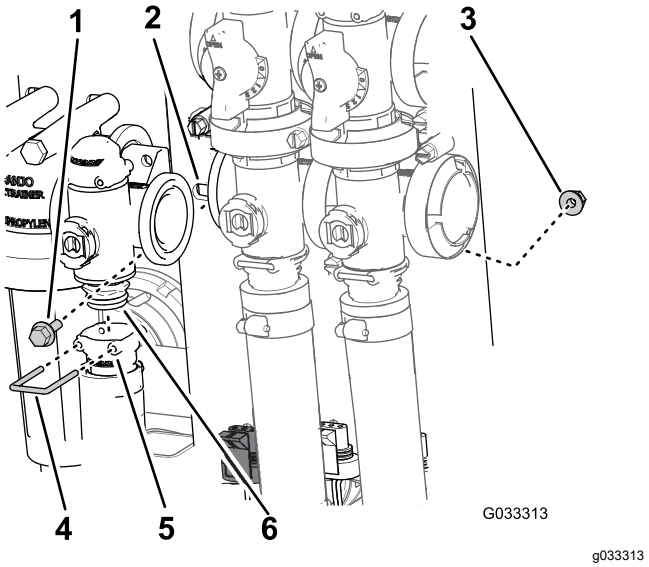

Figura 69
2. Remova o retentor que prende o encaixe de saída ao coletor da válvula de controle de taxa (Figura 69).
3. Remova os 2 parafusos de cabeça flangeada e as 2 contraporcas flangeadas que prendem a válvula de controle de taxa ao suporte da válvula e remova o coletor da válvula da máquina (Figura 69).